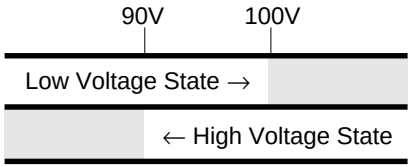

Fig. 4.4.1 Default Settings of ACV Low and High Voltage States
Each threshold value is related to the value set on the screen, including any Deviation. The default state boundaries are shown in *Fig. 4.4.1*. The values given in the figure translate to DC volts in DCV function, and RMS volts in ACV function.
- **a**. Use the front panel controls to set the 9100 Output to the UUT cal point frequency and voltage, entering High Voltage State if the cal point has been assigned to that state. The default High Voltage State boundaries are shown in *Fig. 4.4.1*.